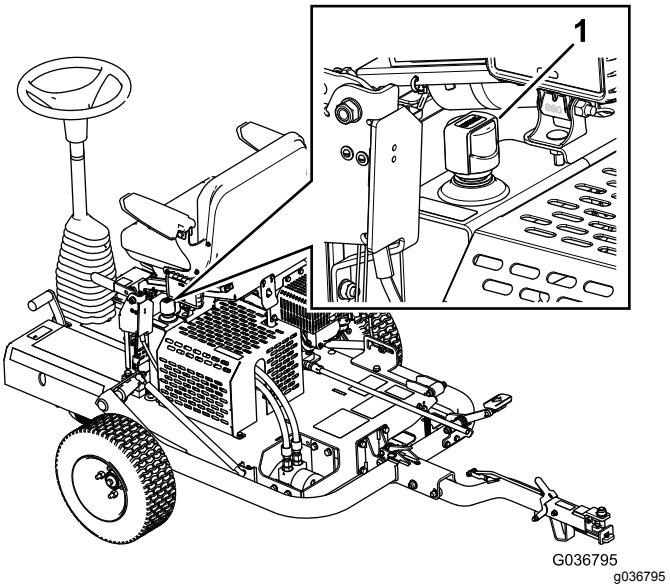

Figur 20
3. Fjern hydraulikktanklokket, og kontroller væskenivået på peilestaven (Figur 20).